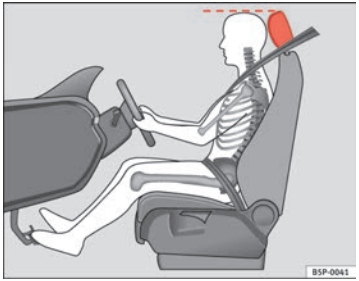

Fig. 2 Posición correcta del apoyacabezas del conductor
- Ajuste el apoyacabezas de modo que el borde superior del mismo quede a la altura de la parte superior de su cabeza ⇒ fig. 2.